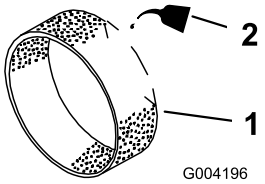

Figur 45
3. Häll 30 till 60 ml olja på förfiltret (Figur 45).